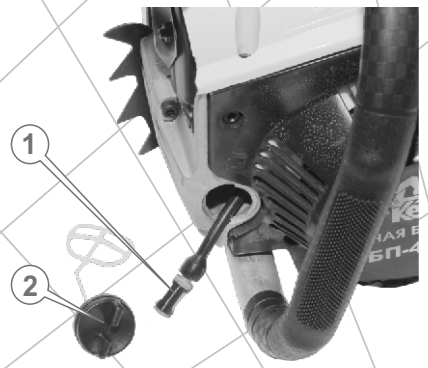

Рис. 33
5.9. Обслуживание масляного фильтра (см. рис. 33)